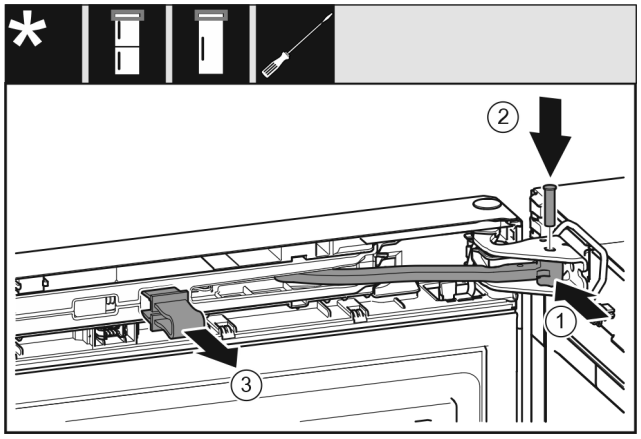

Fig. 25
▶ Gelenk in Lagerbock drehen. *Fig. 25 (1)*
▶ Bolzen in Lagerbock und Gelenk einsetzen. Dabei darauf achten, dass der Rastnocken korrekt in der Nut sitzt. *Fig. 25 (2)*
▶ Sicherung abnehmen. *Fig. 25 (3)*